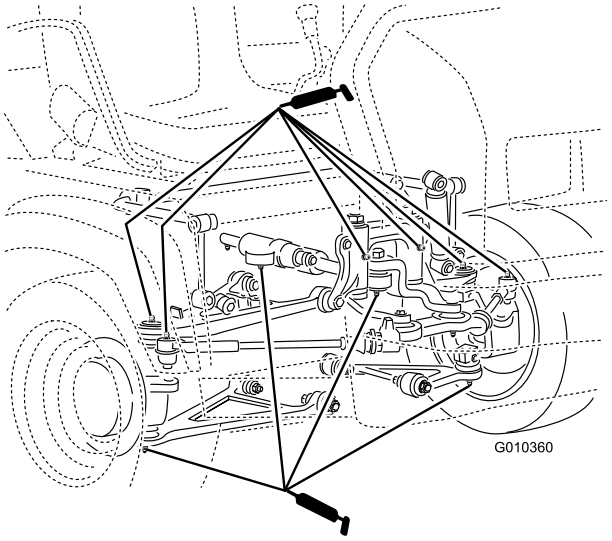

Rysunek 38
- Złącza kulowe (4), drążki kierownicze (2), mocowania osi obrotu (2) i siłownik kierowania (2) (Rysunek 38)